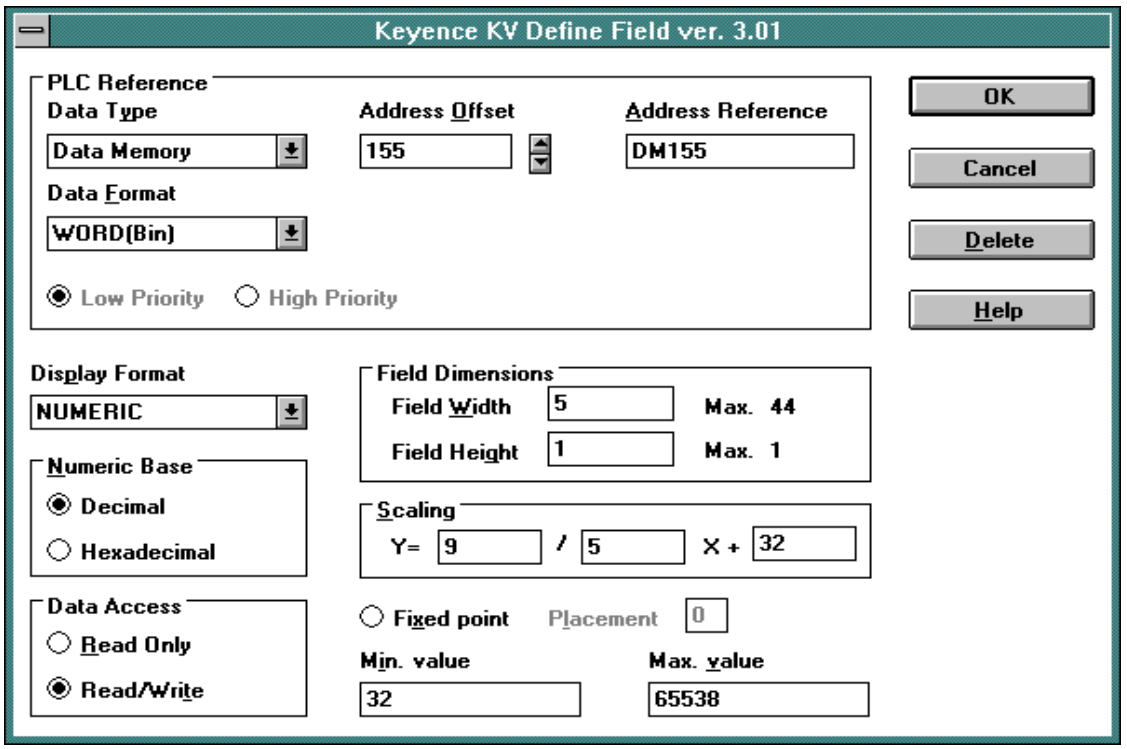

Figure 2
5. Clicking on OK will confirm this operation. The value displayed on the panel will be in Fahrenheit, while the controller data will be in Celsius. The dialog box should look similar to the one shown below in Figure 2.